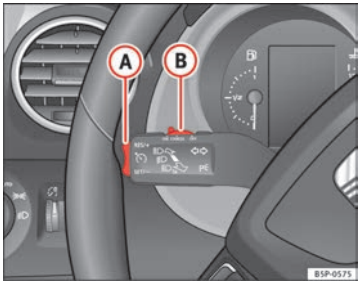

Abb. 155 Blinker- und Fernlichthebel: Schalter und Wippe für die Geschwindigkeitsregelanlage
– Drücken Sie den unteren Teil der Wippe **SET/-** ⇒ Abb. 155 (A) einmal kurz, wenn die zu speichernde Geschwindigkeit erreicht worden ist.
– Drücken Sie den oberen Teil der Wippe **RES/+** ⇒ Abb. 155 (A), um die Geschwindigkeit zu erhöhen. Solange Sie die Wippe gedrückt halten, beschleunigt das Fahrzeug. Sobald Sie die Wippe loslassen, wird die neue Geschwindigkeit gespeichert.
– Drücken Sie den unteren Teil der Wippe **SET/–** ⇒ Abb. 155 (A), um die Geschwindigkeit zu verringern. Solange Sie die Wippe gedrückt halten, verringert das Fahrzeug durch automatische Gaswegnahme die Geschwindigkeit. Sobald Sie die Wippe loslassen, wird die neue Geschwindigkeit gespeichert.
Wenn Sie die gespeicherte Geschwindigkeit durch Treten des Bremspedals verringern, wird die Geschwindigkeitsregelanlage deaktiviert. Sie können durch einmaliges Drücken des oberen Teils der Wippe **RES/+** ⇒ Abb. 155 (A) die Regelung wieder aufnehmen. ■